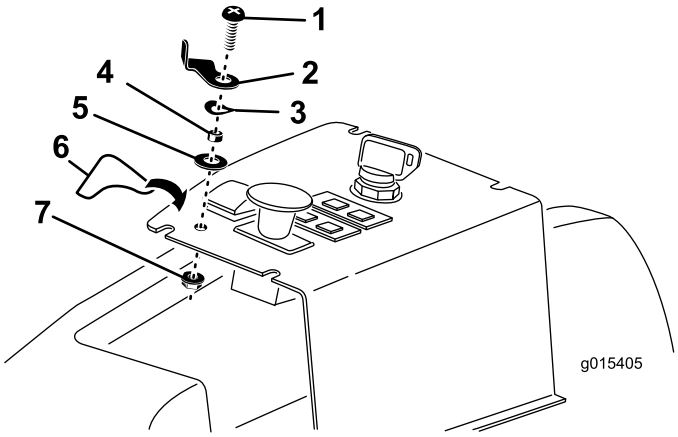

**Figur 14**
3. Trä på låsspaken, distansbrickan, vågbrickan och planbrickan på skruven med koniskt huvud (1/4 x 1 tum) i enlighet med Figur 14.
4. För in den ihopsatta skruven med låsspaken i kontrollpanelens hål och fäst den med en låsmutter. Placera låsspaken i enlighet med Figur 14.
5. Fäst låsspakens dekal på kontrollpanelen i enlighet med Figur 14.